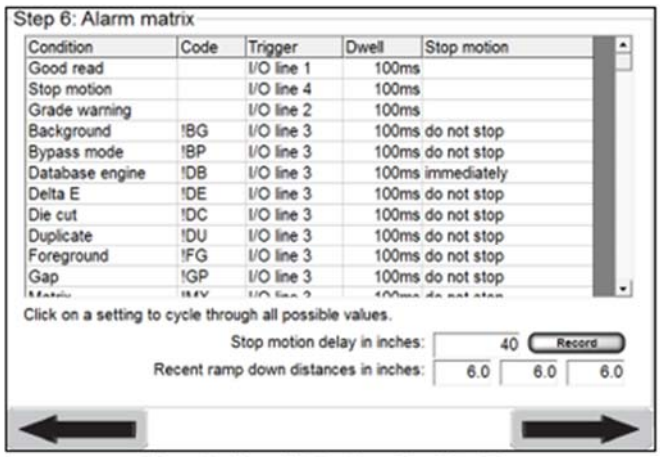

Figure 1: Alarm Matrix: Error Condition View
- The “Alarm Matrix: Error Condition View” (Figure 1) is the default configuration and displays error-specific I/O information. If using this configuration, see the “Alarm Matrix: Error Condition View” section below.